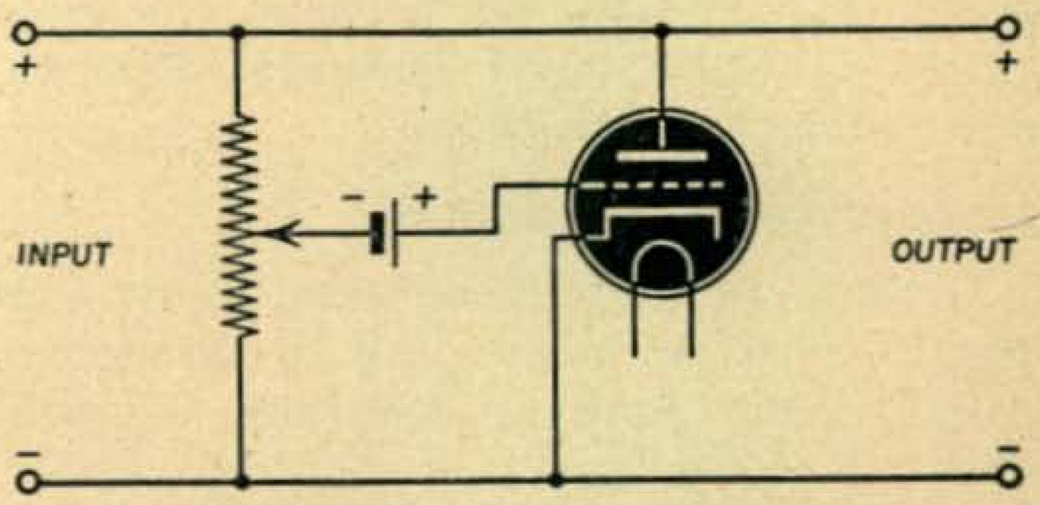

Fig. 4. Regulation is secured by using a circuit derived from tube bridge for Gm measurements
b. The design derived from the bridge circuit for measuring the variational transconductance of tubes *(Fig. 4).*